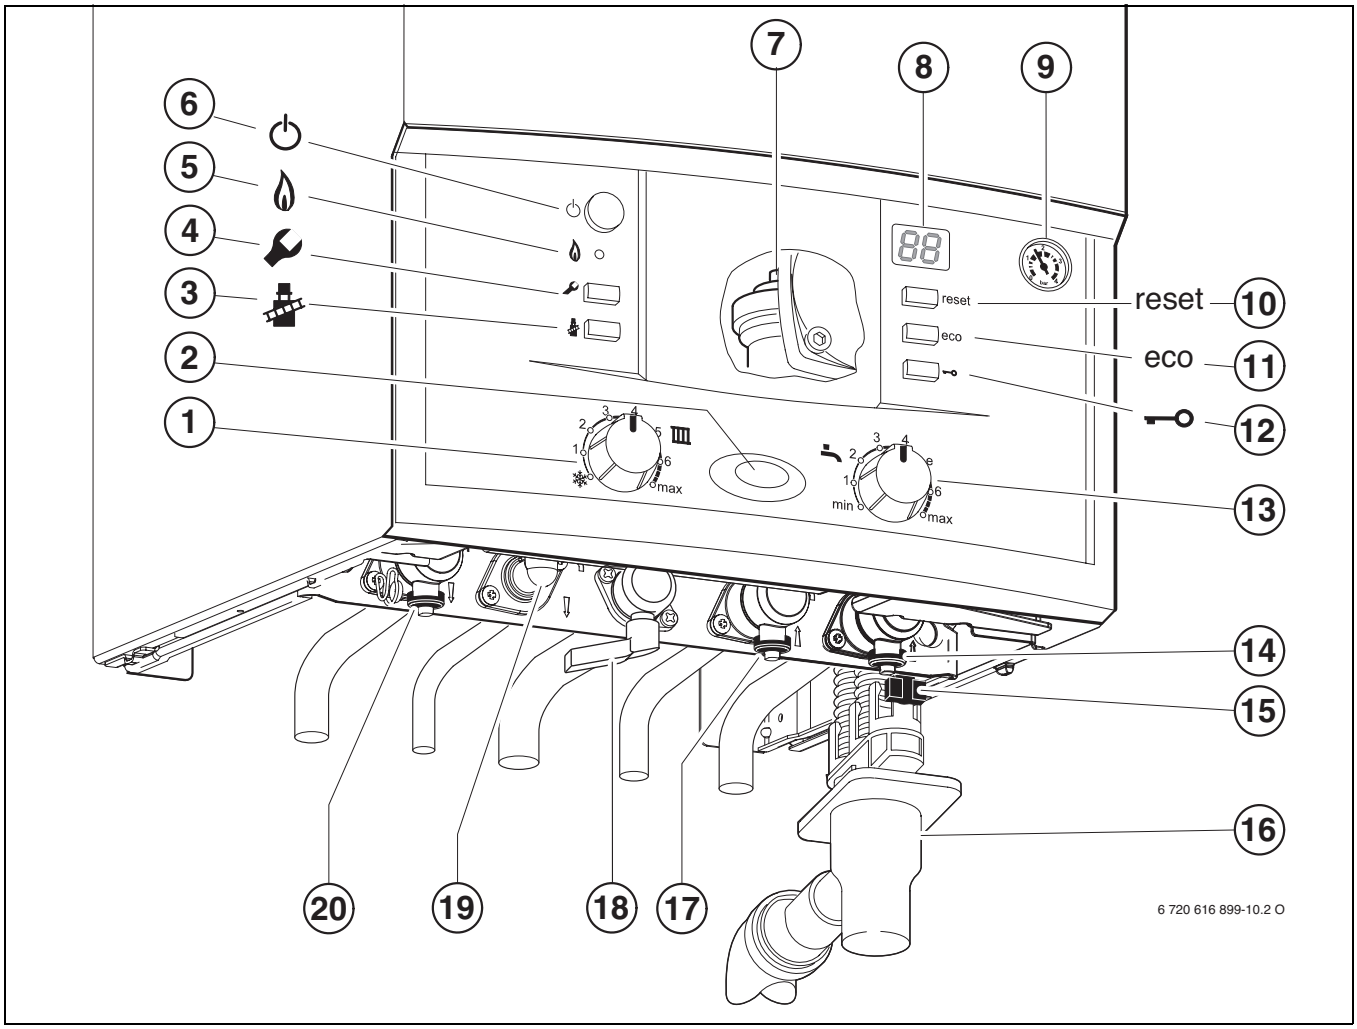

*Fig. 31*
- Ouvrir le robinet d'eau froide (→ fig 31, [17]).
- Ouvrir le robinet de départ du chauffage et le robinet de retour du chauffage (→ fig 31, [14] et [20]), remplir l'installation de chauffage à une pression comprise entre 1 et 2 bars et fermer le robinet de remplissage.
- Ouvrir le robinet de gaz (→ fig 31, [18]).
- Ouvrir le purgeur automatique (→ fig. 31, [7], page 42).